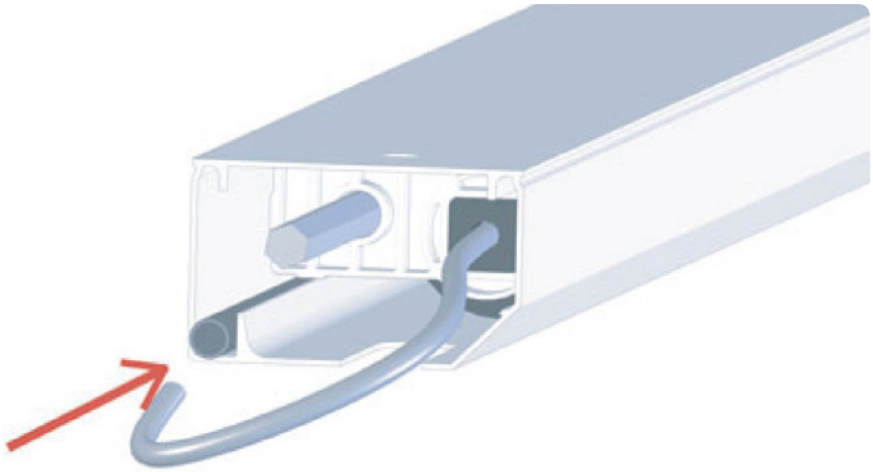

Fig. 25
- passer le câble électrique dans un tube adéquat en PVC (voir image Fig. 25).